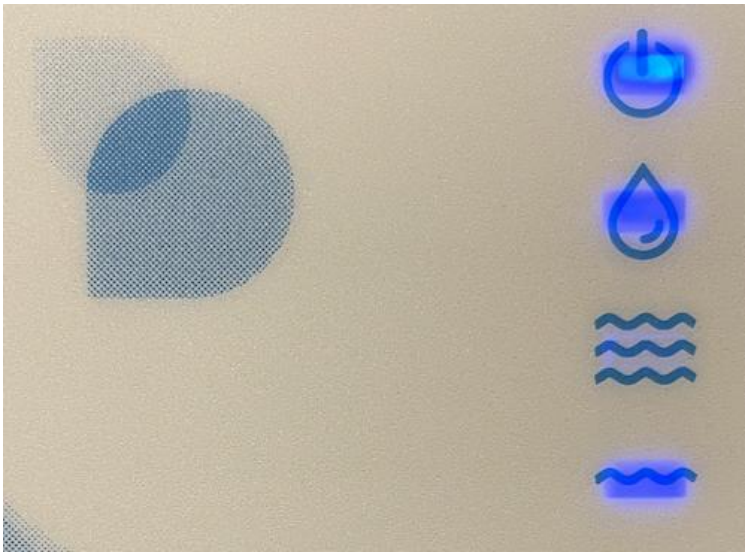

Figure 2 – État activé Niveau minimum et remplissage
ii. **Niveau Bas** – le niveau est considéré comme bas lorsque le niveau d'eau est inférieur à la sonde MIN. Dans ce cas, la pompe de circulation est désactivée et l'électrovanne (EV) est activée pour remplir la piscine. Le signal de niveau bas et l'indication de remplissage s'affichent à l'écran (figure 2). Lorsque le niveau d'eau atteint la sonde NORMAL, l'électrovanne s'arrête et la pompe de circulation est réactivée.